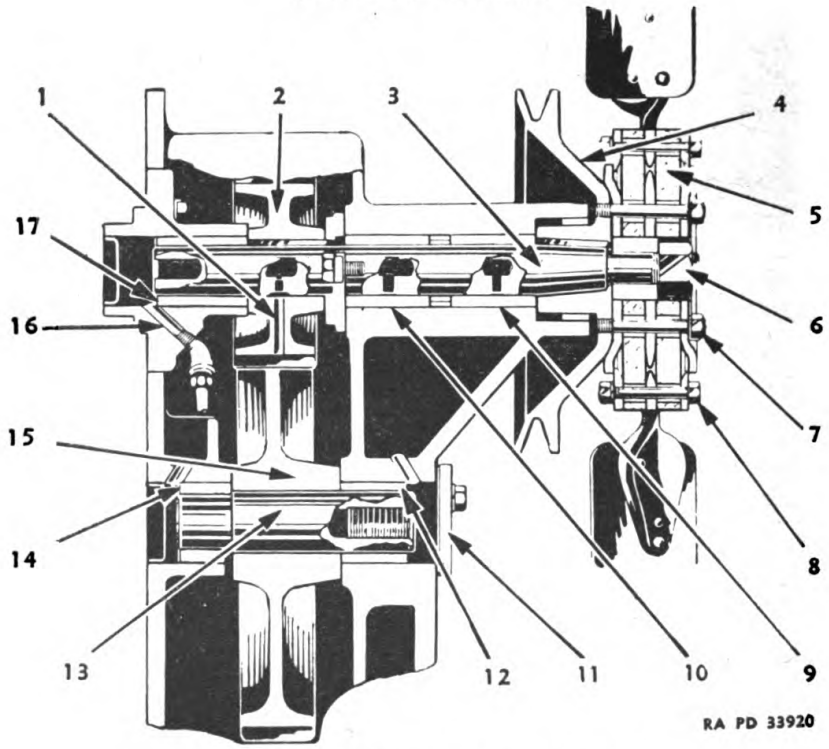

FIGURE 11.—Fan assembly—schematic.
b. Disassembly.—Remove overflow tube (2), fan shield (4), and guard (7). The top tank (1), bottom tank (9), and side plates (5) can be taken off by removing a series of capscrews at (3) and (8). New gaskets should be used in reassembly.
13. Fan (fig. 11).—*a. Removal.*—The fan is driven from the camshaft gear through an idler gear (15). Composition disks (5) in the
b. Disassembly.—Remove nuts (7) and slide fan off the hub. Disassemble fan by taking out bolts (8). If cracks appear in the composition drive disks, replace them. Nut (6) requires a $1\frac{5}{16}$-inch wrench. Pully (4) can be pulled from the shaft by using a screw type puller and $2\frac{3}{8}$ N. F. by 5-inch capscrews in the stud holes (7). Protect the end of the fan shaft while pulling the hub so the puller screw will not distort the threads.
14. Fan drive.—*a. Lubrication.*—The fan shaft bushings are pressure lubricated by crankcase oil entering the drilled fan shaft through tube (16) (fig. 11). Oil escaping through the passage (1) in gear (2) is sprayed throughout the timing gear housing as the gear is rotated. Some of the lubricant from the fan shaft is caught in a reservoir at each end of the idler gear shaft to lubricate the idler shaft bushings.
b. Disassembly.—Should it be desired to replace the fan shaft or idler shaft bushings, the timing gear housing should be removed. With the fan and pully (4) off the shaft, the shaft (3) and gear (2) can be withdrawn from the rear of the housing. Idler shaft (13) is pressed into gear (15). The shaft is threaded for a $\frac{5}{8}$-inch, 18-puller screw made accessible by removing plate (11).